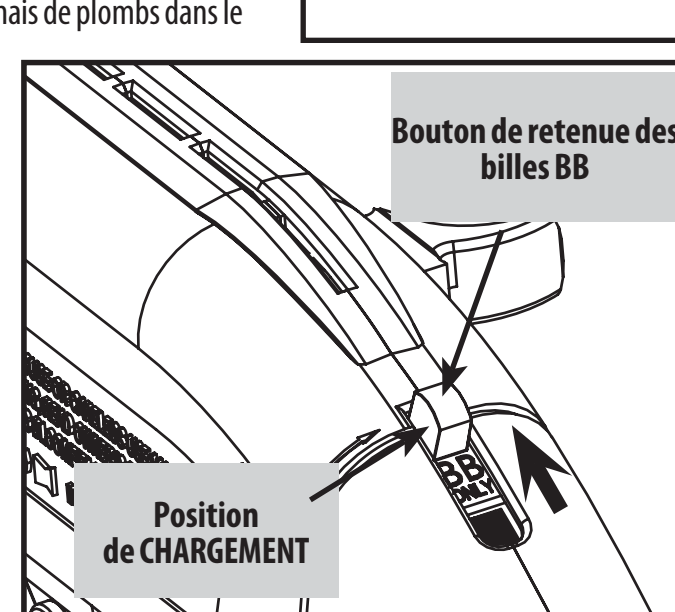

Fig. 5.1
- **c.** Repérez le bouton de retenue des billes BB au sommet de la carcasse (Fig. 5.1)
- **d.** Glissez le bouton de retenue des billes BB vers l'avant de la carabine à air comprimé sur la position de CHARGEMENT des billes BB (Fig. 5.1)
- **v.** Repérez le bouton de retenue des billes BB au sommet de la carcasse (Fig. 5.1)
- **i.** Mettez le bouton de retenue des billes BB sur la position de CHARGEMENT (Fig. 5.1) pour empêcher les billes BB d'entrer à nouveau dans le magasin interne